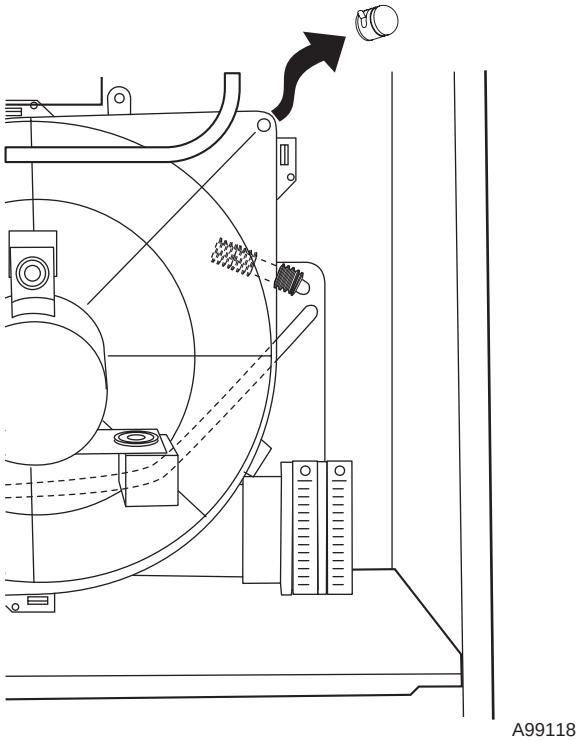

Fig. 52—Inducer Housing Drain Tube
1. Remove upper inducer housing drain connection cap. (See Fig. 52.)